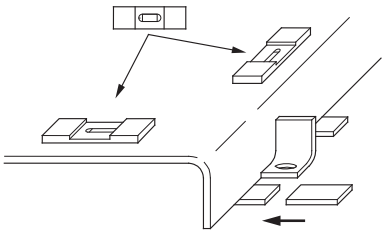

Fig. 8: Нивелирование и выверка фундаментной рамы
- Уложить фундаментную раму и нивелировать ее в обоих направлениях при помощи дополнительных компенсационных шайб (см. Fig. 8).
- Выверить весь агрегат при установке на фундаменте при помощи ватерпаса (на валу/напорном штуцере) (см. Fig. 8). Отклонение фундаментной рамы от горизонтали на каждый метр длины/ширины должно находиться в пределах 0,5 мм.